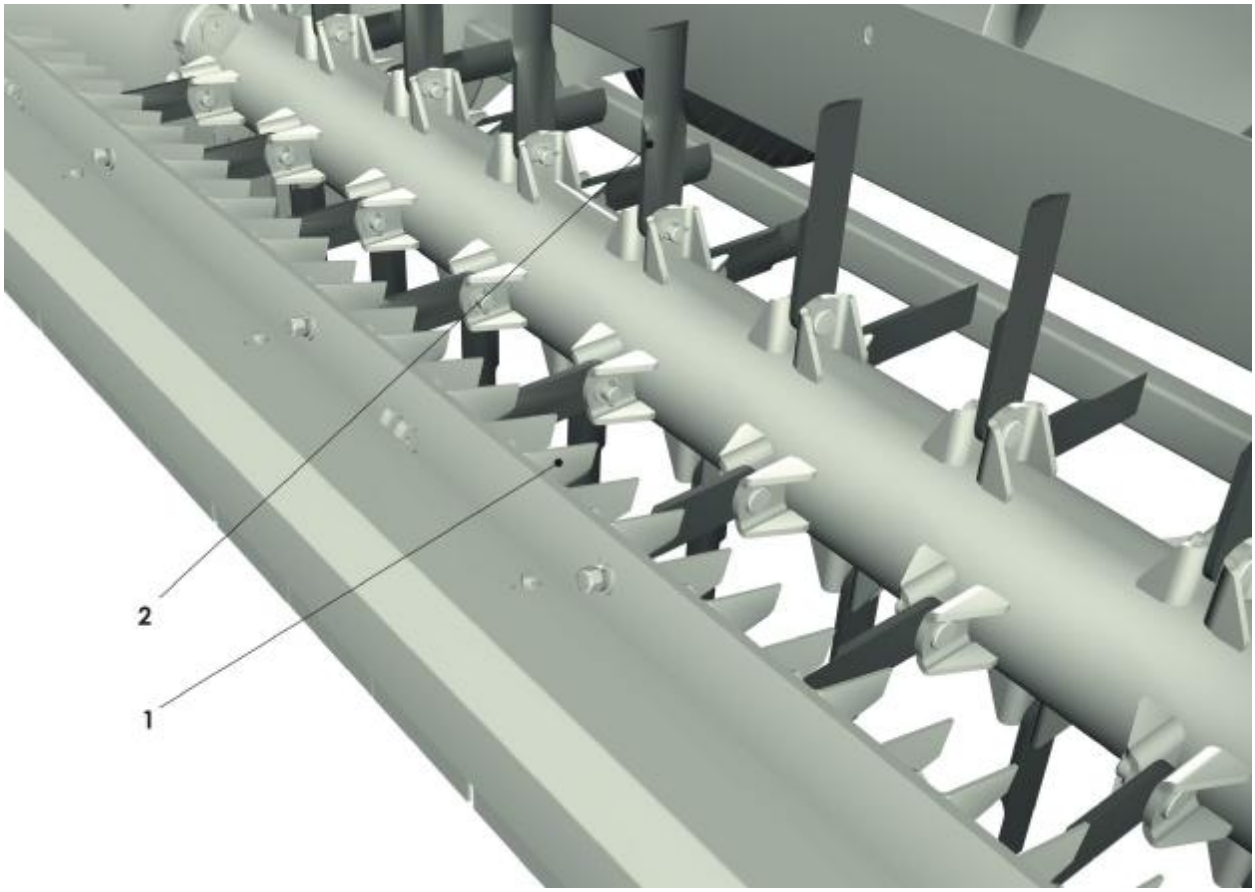

Рис. 21 **Установка бичей и противорезов**
2. Установите на вал ротора комплект бичей 2 и на раму машины противорезы 1 (рис.21).